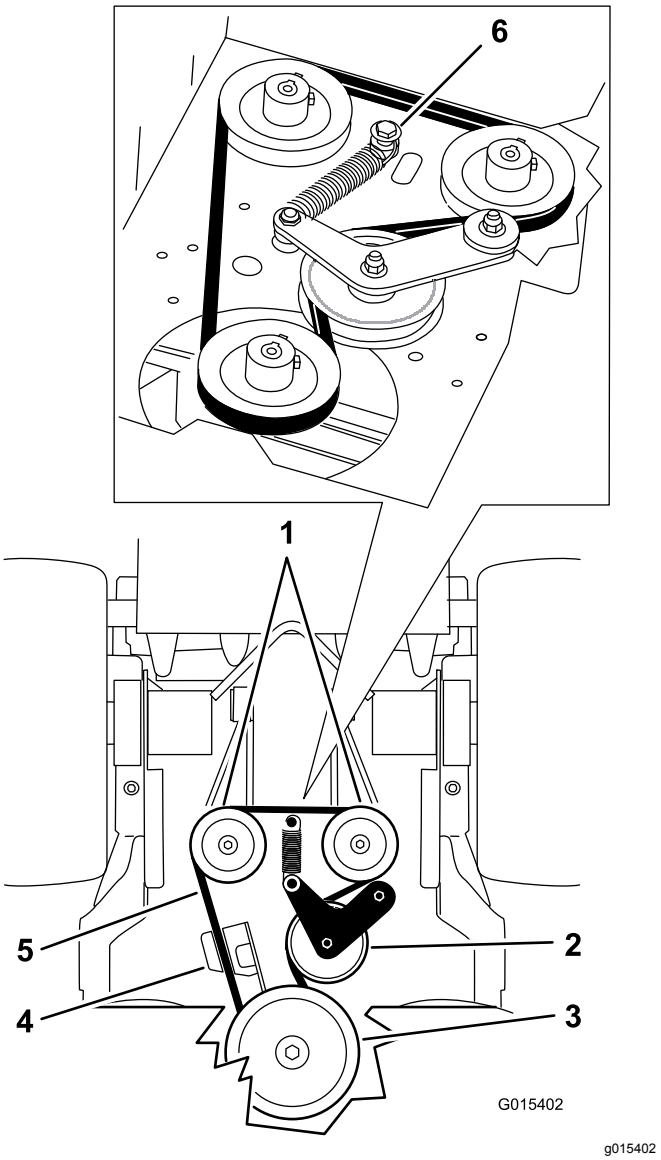

Figur 66
5. Fjern ansatsbolten, møtrikken og spændeskiven fra motorskjoldet, som er tilsluttet til fjederen (Figur 66).
6. Fjern pumpedrivremmen (Figur 66).
8. Monter fjederen på ansatsbolten og skiven, og tilslut den til motorskjoldet med møtrikken (Figur 66).